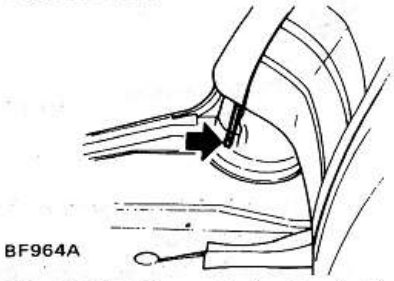

Fig. BF-64 Dépose du dossier de siège arrière (Berline et Coupé)
2. Déposer les vis de fixation du dossier de siège arrière, puis retirer le dossier de siège en le soulevant. Voir Figure BF-64.